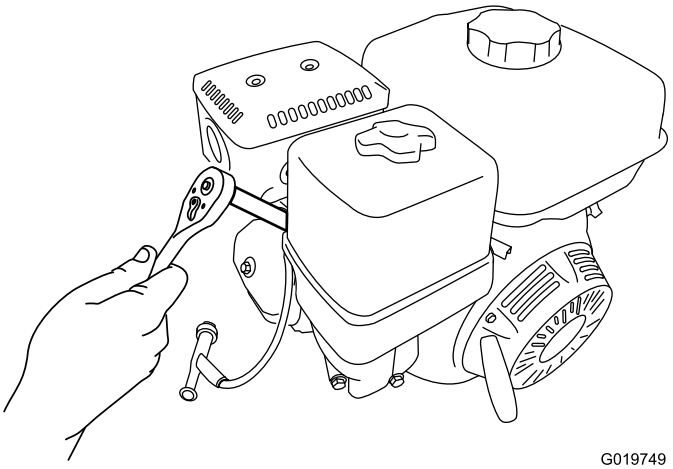

Figura 54
5. Gire la bujía en sentido antihorario usando una llave para bujías de 20 mm (13/16 pulgada) para desmontar la bujía y la junta (Figura 54).
2. Gire la bujía en sentido horario usando una llave para bujías de 20 mm (13/16 pulgada) hasta que la bujía y la junta estén asentadas (Figura 54).